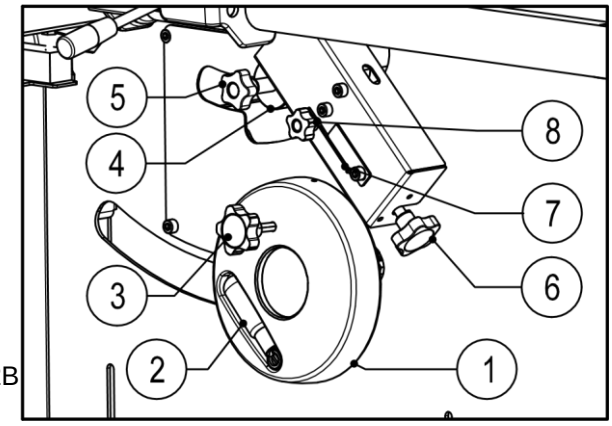

Fig.12B
Нужный угол пиления можно установить с помощью маховика (1) и ручки (2) (рис. 12B). После регулировки заблокируйте маховик с помощью ручки (3). (Рис. 12B) Установку угла можно увидеть на циферблате (4) на маховике. Угол пильного диска автоматически регулируется в соответствии с настройкой угла основного пильного диска. Пильный блок можно отрегулировать на углы от 45 ° до 90 °. Механические упоры были отрегулированы заводом.